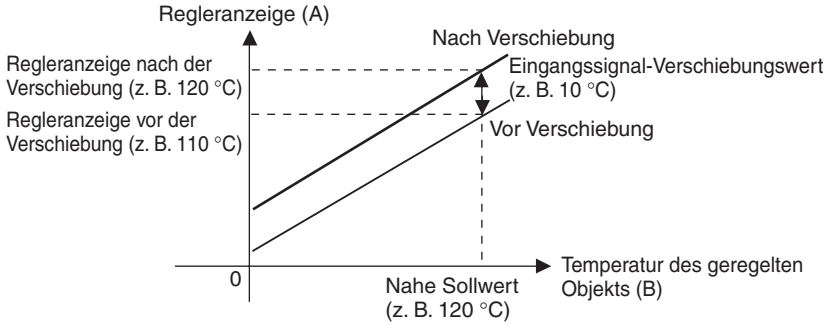

Abbildung 2 Darstellung der 1-Punkt-Verschiebung
2. Prüfen Sie die Temperaturangabe des Thermometers (B) und den Anzeigewert des Reglers (A). Ziehen Sie den Temperatur-Anzeigewert des Reglers (A) von der Temperatur des Thermometers (B) ab, und stellen Sie CNSL und CNSH als Eingangsverschiebungswerte auf dieses Ergebnis ein. Die Verschiebung ist in *Abbildung 2* dargestellt.
3. Prüfen Sie nach dem Einstellen der Eingangssignal-Verschiebungswerte die Regleranzeige (A) und die Temperatur des Thermometers (B). Wenn diese annähernd identisch sind, ist die Verschiebung des Temperatureingangs abgeschlossen.